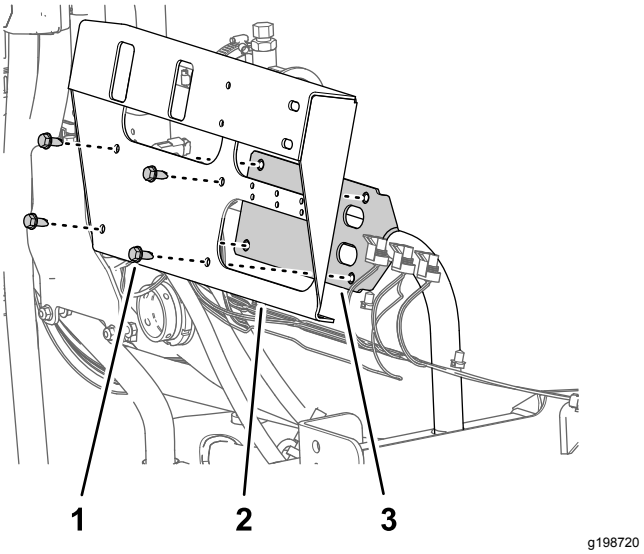

Figur 71
3. Fjern de fire flenshodeskruene (5/16 x 3/4 tomme) som fester seksjonsventilbraketten til ventilfestet, og fjern ventilbraketten fra maskinen (Figur 71).